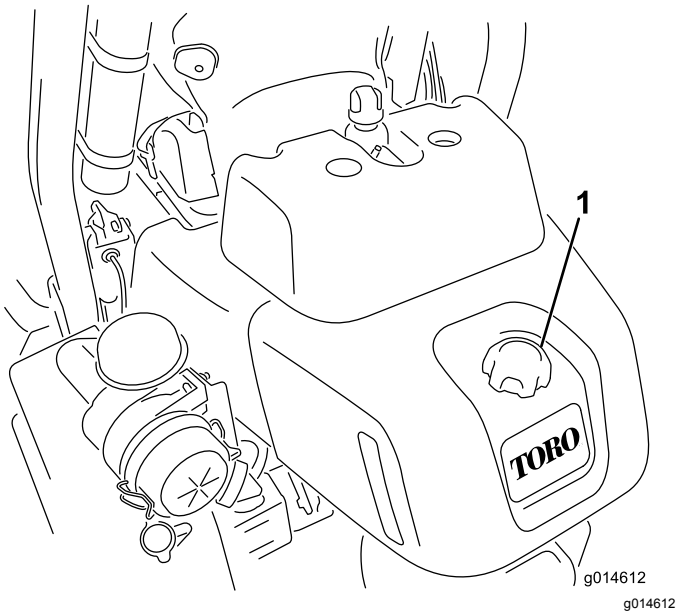

Figuur 24
1. Reinig het gebied rond de dop van de brandstoftank (Figuur 24).